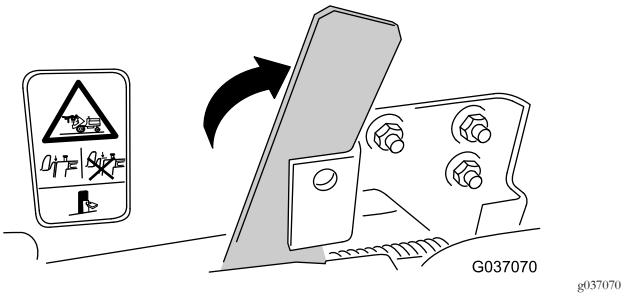
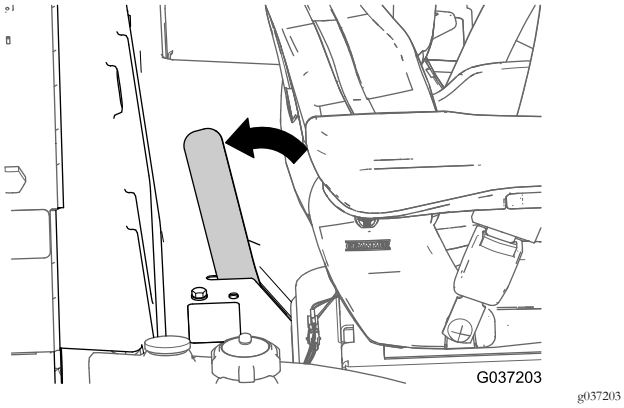

Figur 39
Figur 40
3. Senk plattformen helt ned og skyv låsehåndtaket mot bakre ende av gressklipperen (Figur 39 eller Figur 40) til låsekrokene er helt festet til låsestangen.